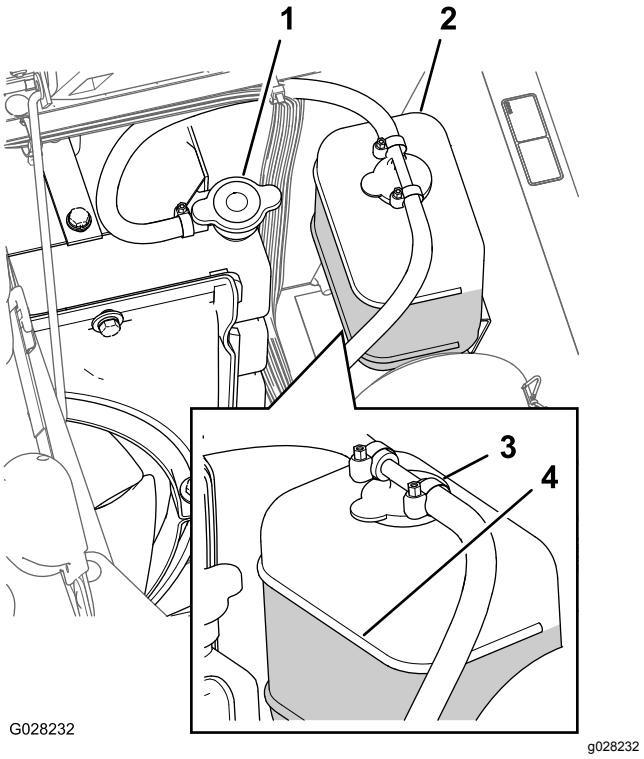

Figur 90
3. Ta försiktigt bort kylarlocket och locket på expansionstanken (Figur 90).
Obs: Kylaren ska fyllas upp till påfyllningsrörets översta del och expansionstanken ska fyllas upp till Full-markeringen på tanken (Figur 90).
5. Om kylvätskenivån är låg tar du av expansionstankens lock och kylarlocket, och fyller på expansionstanken till Full-markeringen och kylaren till påfyllningsrörets översta del (Figur 90).
6. Sätt tillbaka kylarlocket och locket till expansionstanken (Figur 90).
2. Vänta tills motorn är kall och ta sedan bort kylarlocket (Figur 90).
6. Ta bort kylarlocket (Figur 90).
8. Starta motorn med locket löst på kylaren (Figur 90).
10. När kylvätskan har värmts upp ska du se till att den når upp till lockets tätningsyta och sedan skruva åt locket (Figur 90).
11. Öppna expansionstankens lock och fyll tanken med kylvätska till läget Cold (Figur 90).